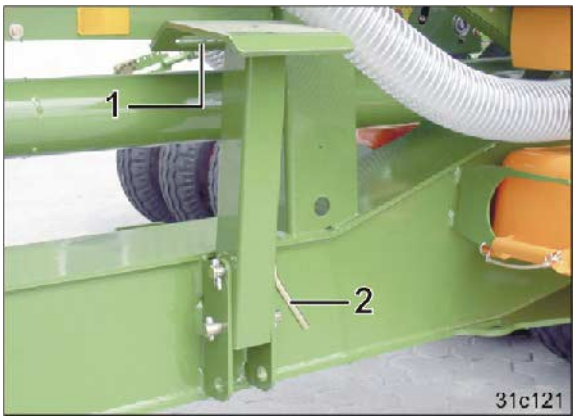

**Fig. 135**
16. Saisissez la béquille par la poignée (Fig. 135/1) et relevez-la.
17. Bloquez la béquille avec l'axe (Fig. 135/2) puis insérez la goupille clips.